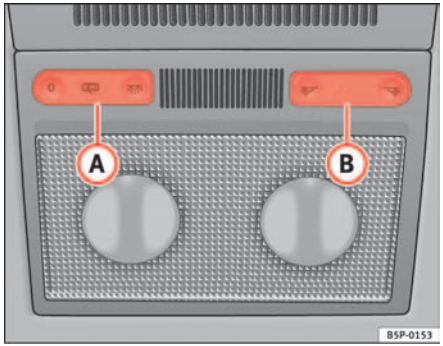

Fig. 78 Detail of the roof: Front reading light
The switch ⇒ fig. 78 (A) is used to select the following positions:
Push the switch to the position O ⇒ fig. 78.